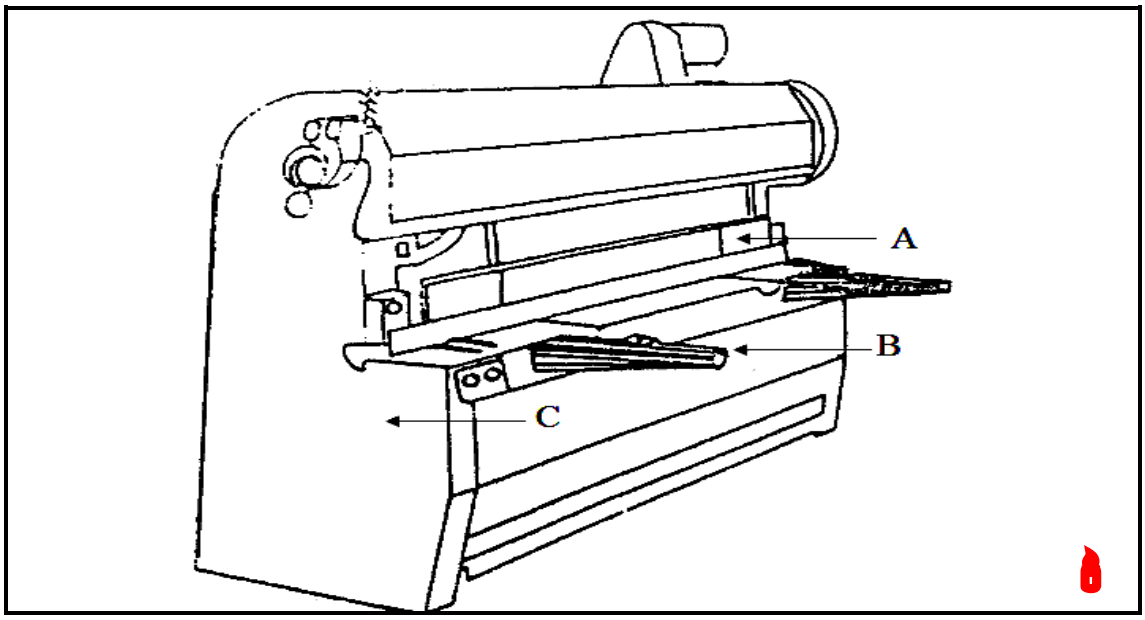

**FIGURE 1**
1.1 FIGURE 1 shows a guillotine used for shearing flat-sheet material.